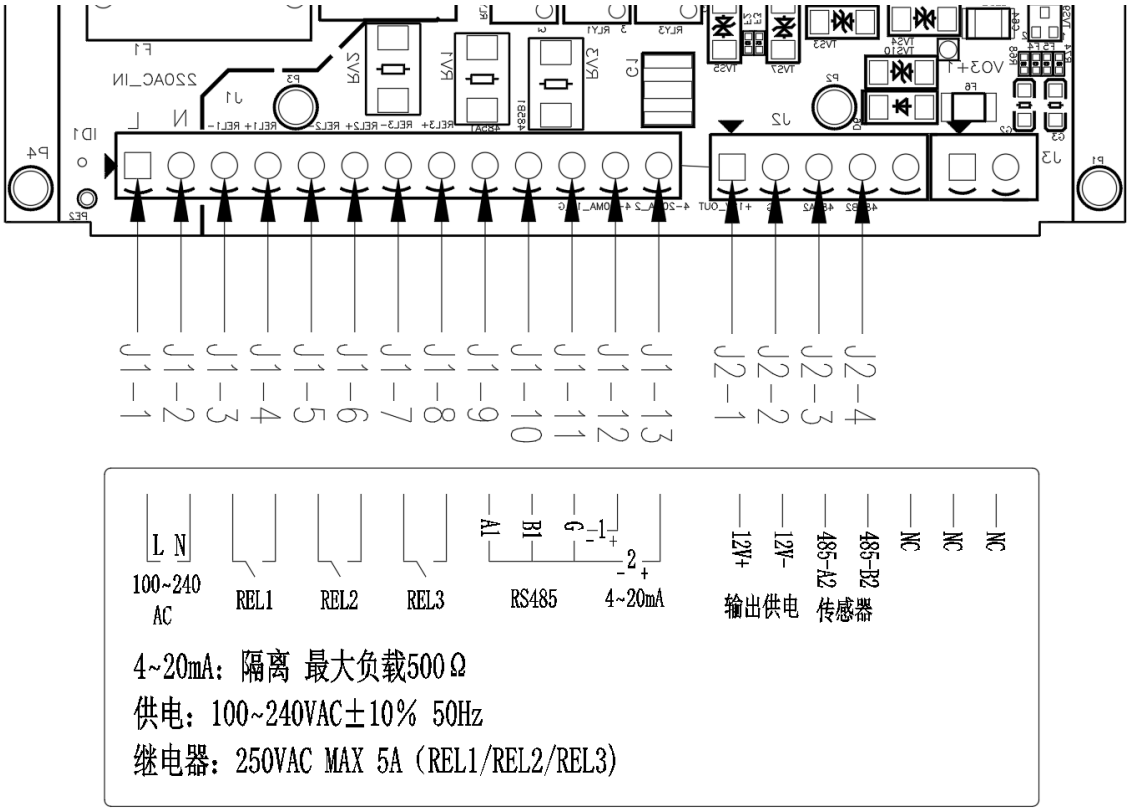

图 4-2 控制器的接线端子定义
2) 在打开 AL3010 的上盖后，可以看到电路板上的接线端子，如图 4-2 所示。将电导率传感器的线束穿过防水接线，然后将其四芯线 V+、V-、RS485_A、RS485_B 分别连接到控制器的 J2-1、J2-2、J2-3、J2-4 上。